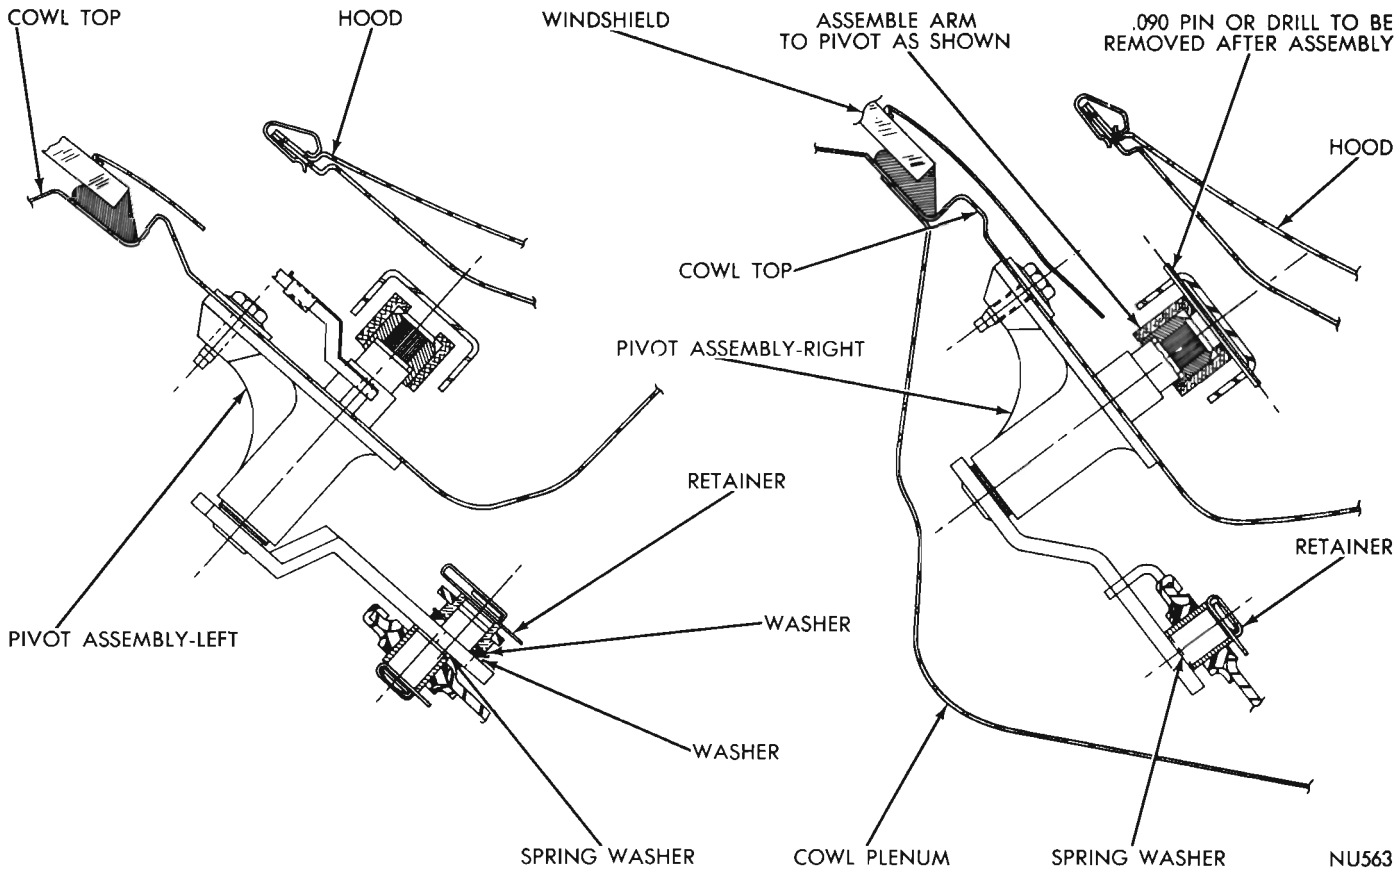

Fig. 9—Pivot Arm and Link Assemblies (Fury and V.I.P.)
(1) Disconnect battery ground cable.
(2) Remove the crank arm nut and crank arm from motor shaft.
(3) Remove retainer clip and link from pivot crank pin on right pivot.
(4) Remove bolts mounting left pivot to body (Fig. 9).
The right pivot is serviced after disconnecting the connecting link at the pivot and removing the bolts that mount the pivot to the body (Fig. 9).